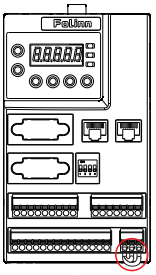

Figure 1
7.3.1 safety control loop internal circuit diagram as shown in figure 1 below.